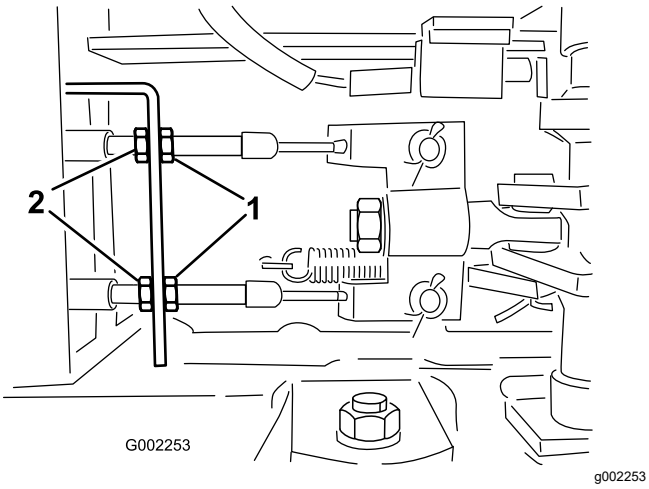

Figur 105
5. Lossa de främre kontramuttrarna på bromskablarna under grässpridarens framdel (Figur 105).
6. Dra åt de bakre kontramuttrarna lika mycket tills bromspedalen rör sig 1–2 cm innan du känner något motstånd (Figur 105).